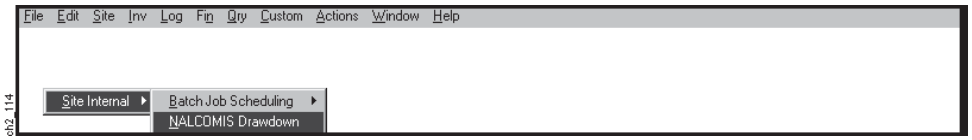

Figure 2-134
d. **Step 4.** On the Site Internal Submenu above (Figure 2-134), select the NALCOMIS Drawdown Option.